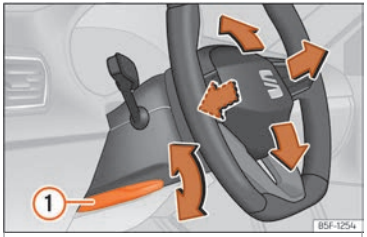

Fig. 5 Levier sur la partie inférieure latérale gauche de la colonne de direction.
- Tirez le levier ››› fig. 5 ① jusqu'en bas, déplacez le volant sur la position souhaitée, puis remontez le levier en position de verrouillage.
- **Après avoir réglé la colonne de direction, poussez fermement le levier ››› fig. 5 ① vers le haut pour que le volant ne change pas de position accidentellement en cours de route.**